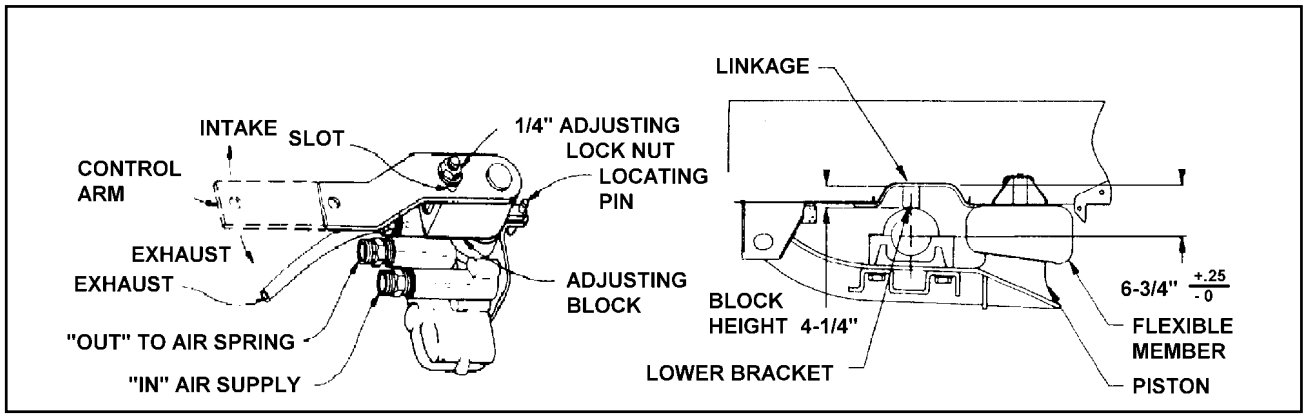

Figure 4-6 Air Ride Height Adjustment
4-7.2 Air Ride Height Adjustment (See Figure 4-6 for parts identification).
e. Move the control arms to the “down” position (about 45°) for 10-15 seconds. Slowly return the control arms to the center position and insert locating pins into the adjusting block and bracket on the automatic height control valves **(See Figure 4-6)**.